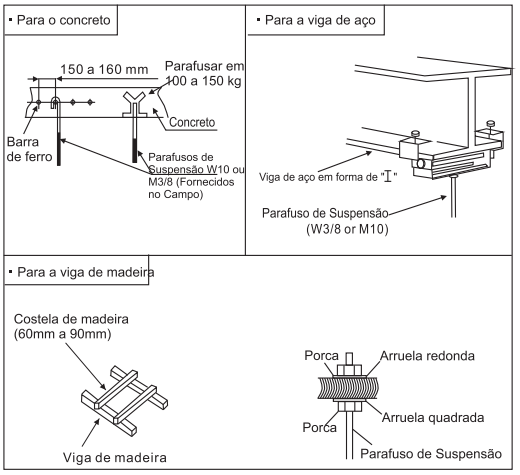

Fig. 3.5 Fixação dos parafusos de suspensão
(1) Considere cuidadosamente a direção, fiação e manutenção do tubo, e escolha a direção e a localização adequada para a instalação.
(2) Instale os parafusos de suspensão como mostrado na Fig. 3.5 abaixo.